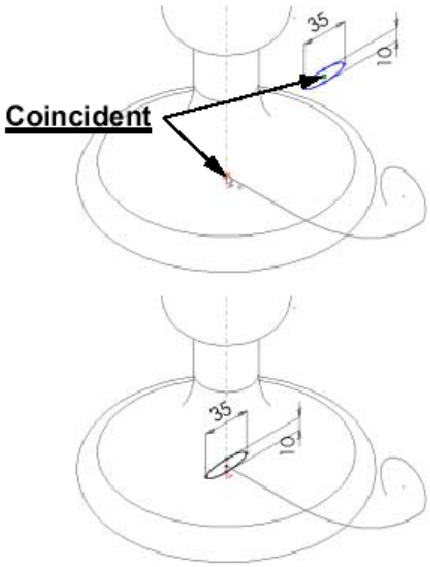

Fig. 23 – Relação a definir entre o caminho e a secção de *sweep*.
10) Faça por *sweep* a modelação da pega da peça modela no ponto *1)*, *Fig. 22* e *Fig. 23*.